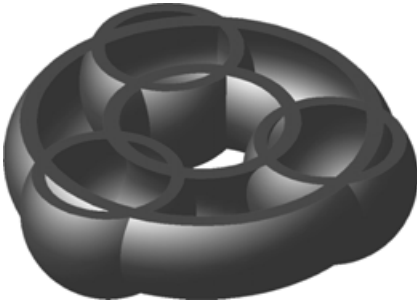

Рис. 6.181
- С помощью команды **Сечение поверхностью** удалите часть модели над построенной вспомогательной плоскостью. На сечении будет видно, что модель имеет сложную внутреннюю структуру (рис. 6.181).